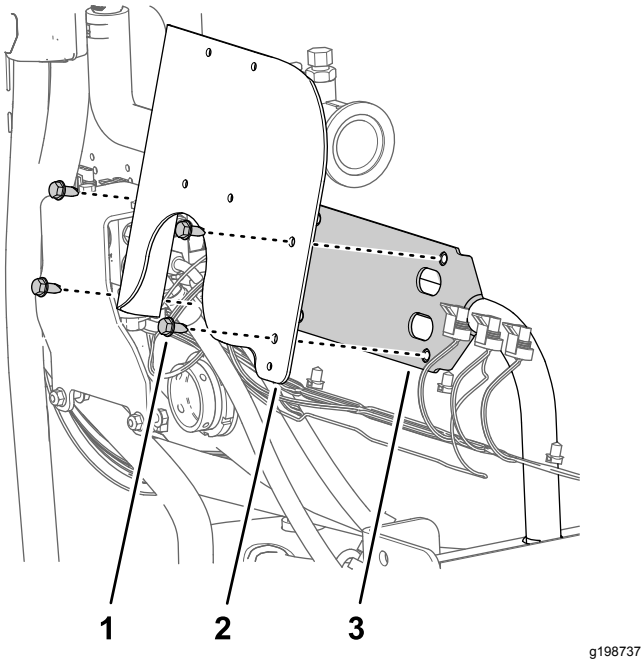

Figuur 72
1. Lijn de openingen in de beugel van de vloeistofstroommeter uit met de openingen in de klepbevestiging (Figuur 72).